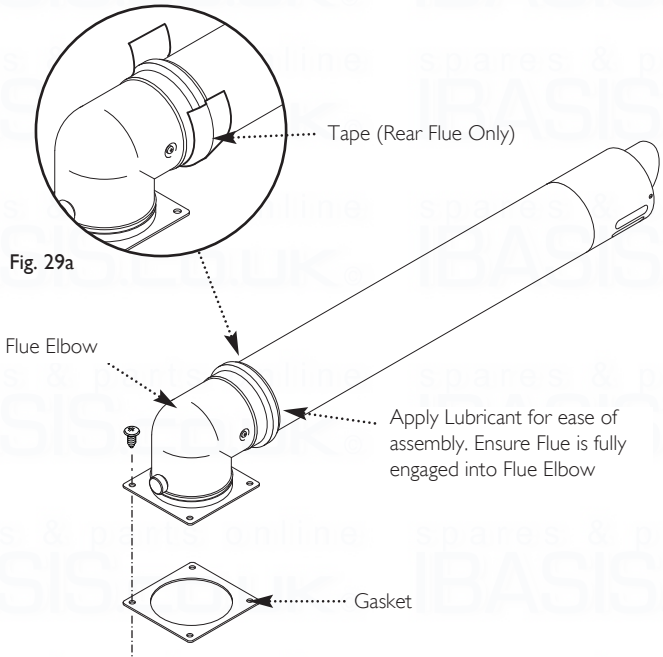
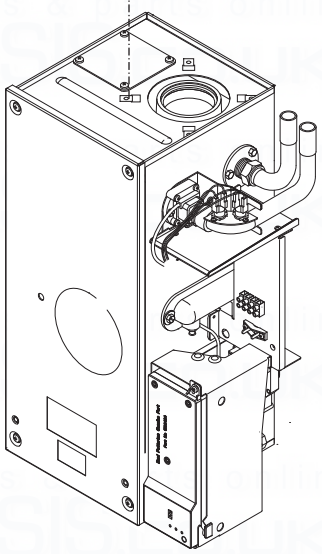

Fig. 29a
Fig. 29
7. Engage the flue into the flue elbow using soap solution to ease the engagement ensuring the flue is assembled as shown (Fig. 29). **Rear flue only:- Take the tape supplied in the kit and wrap around the joint between the flue and the elbow** (Fig. 29a).